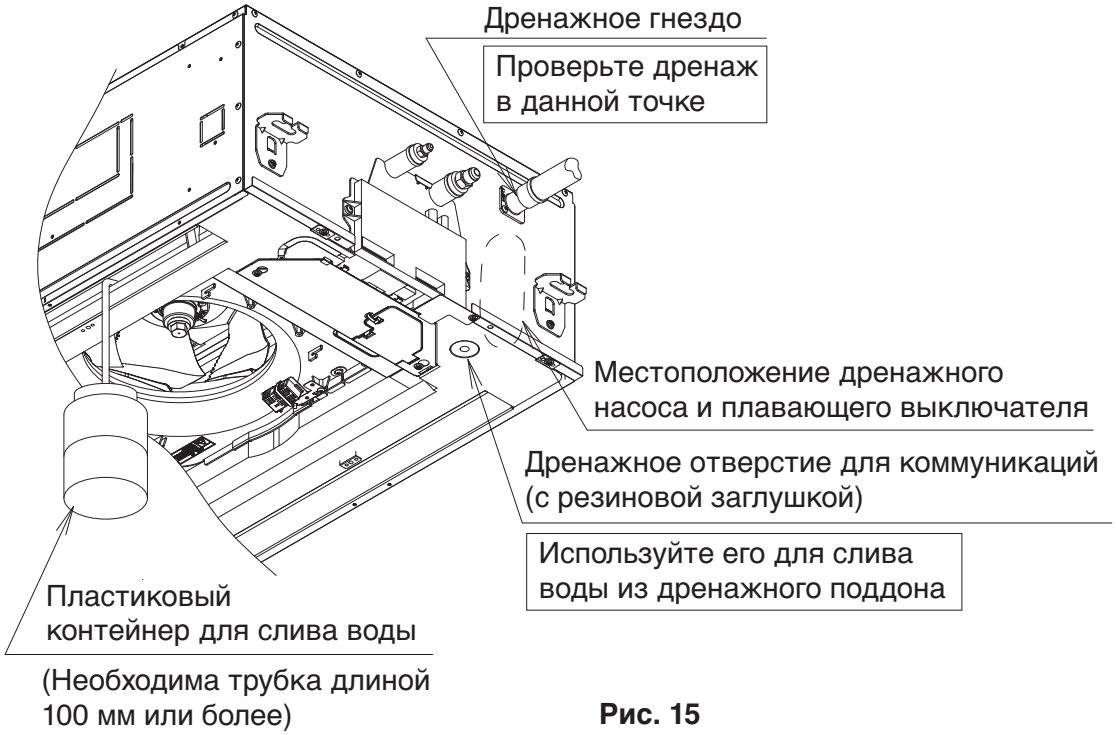

Рис. 15
- Постепенно залейте 1 литр воды через воздуховодное отверстие в дренажный поддон, следя, чтобы вода не расплескивалась на электрические компоненты, например, дренажный насос, и подтвердите дренаж, дав внутреннему блоку поработать в режиме охлаждения согласно разделу **“10. НАСТРОЙКА НА МЕСТЕ И ПРОВЕРКА”**. **(См. Рис. 15)**
3. Постепенно залейте 1 литр воды через воздуховодное отверстие в дренажный поддон, следя, чтобы вода не расплескивалась на электрические компоненты, например, дренажный насос. **(См. Рис. 15)**